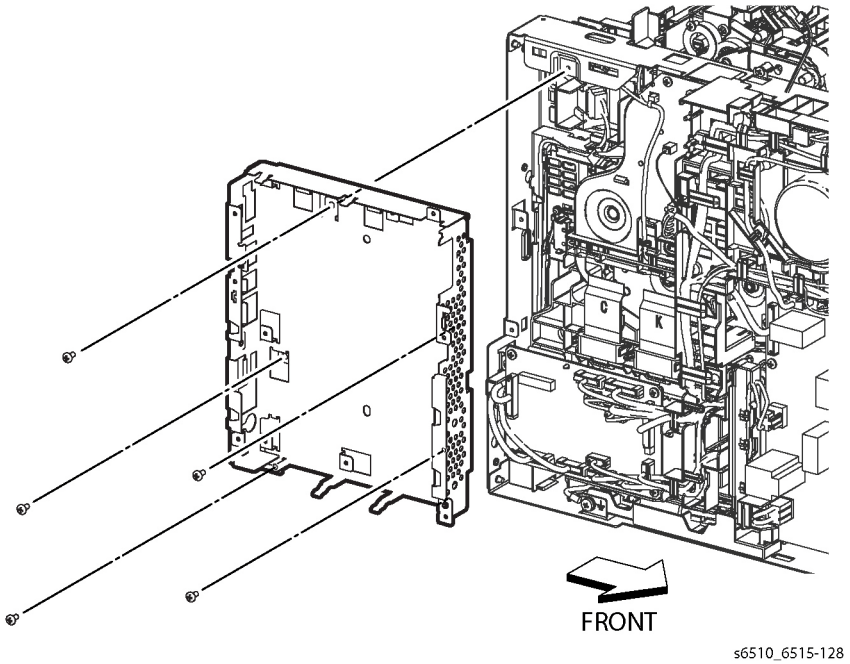

Figure 1 Remove the ESS Box (SFP)
3. Refer to Figure 1 to remove the five screws (silver, M3x6mm) attaching the ESS Box and remove the box.